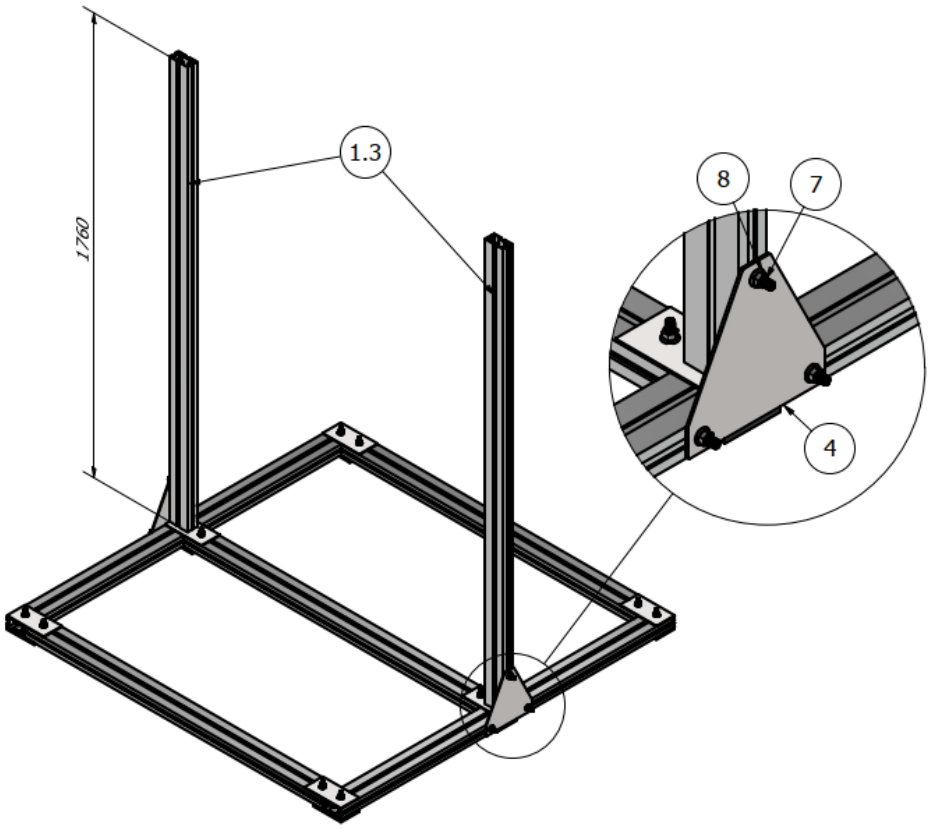

FIG. 4 Installation of vertical columns
4. Using sheet metal 4, bolt the vertical posts **1.3** to the base as shown in Fig. 4.